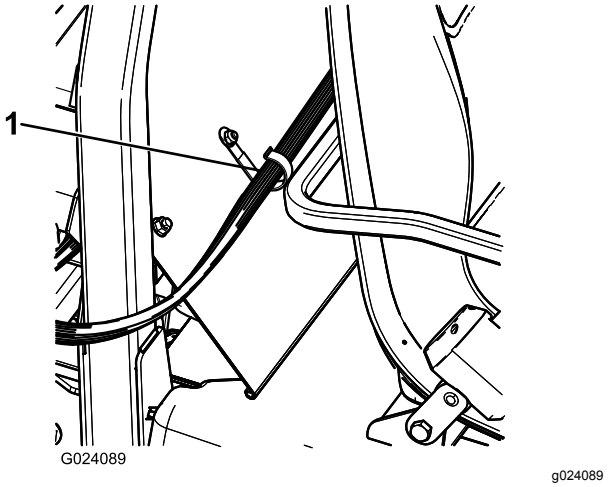

Figur 17
5. Monter en J-klemme bak passasjersetet ved hjelp av en bolt (¼ x ½ tomme) og en mutter (¼ tomme) (Figur 17).